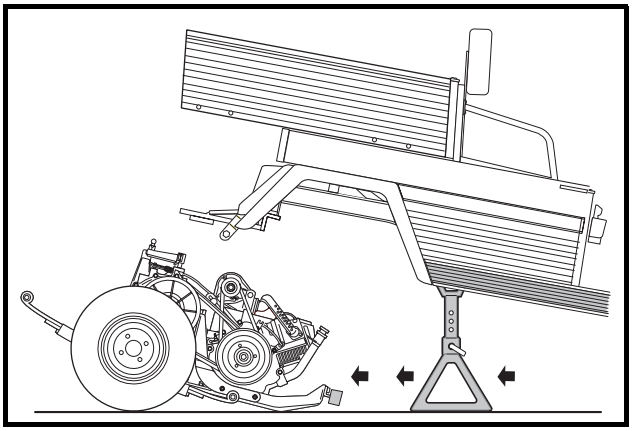

Figure 16-27 Remove Powertrain
15. Grasp the ends of the leaf springs at the rear of the vehicle and roll the powertrain out from under the vehicle **(Figure 16-27, Page 16-12)**.